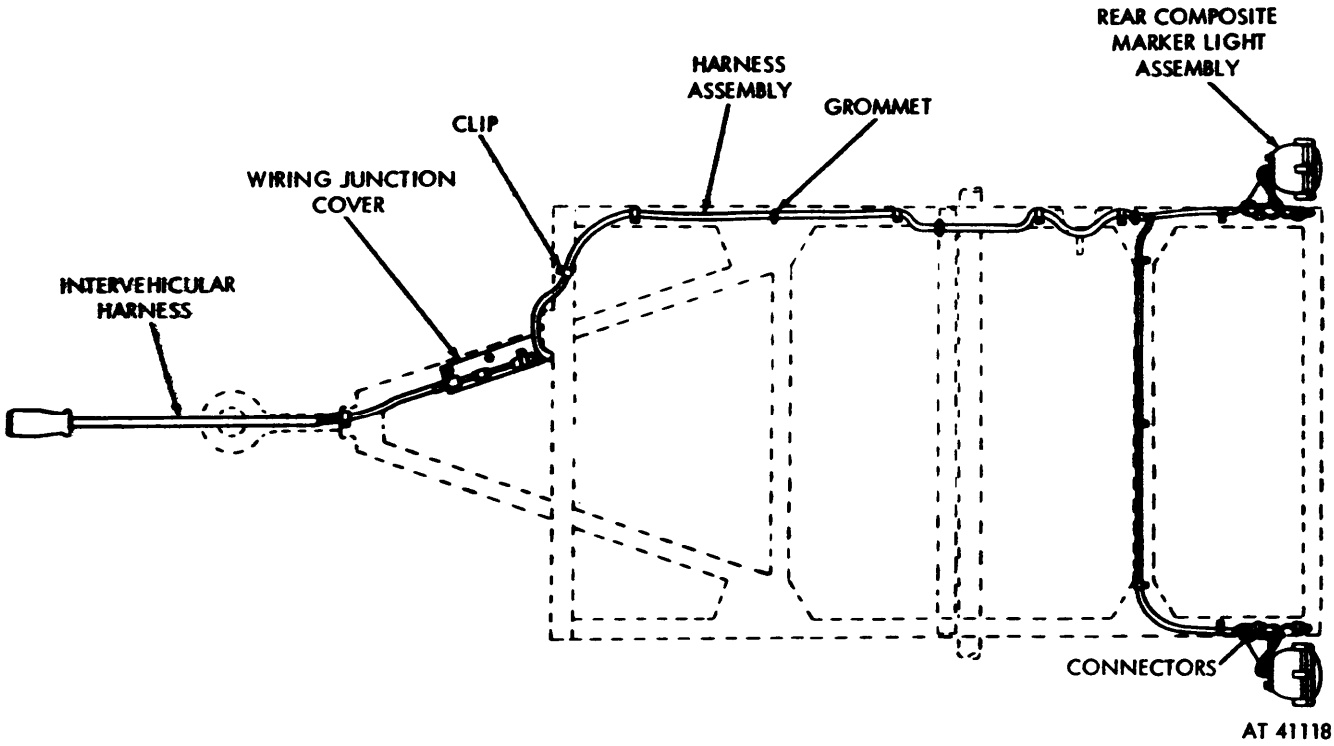

Figure 1-8. Trailer wiring.
f. Electrical System. (fig. 1-8). The trailer electrical system consists of two tail lights and their wiring harness. The taillights are waterproof units mounted at the rear corners of the trailer. The wiring harness is completely waterproof, being made up of rubber covered cables and watertight bell-type connectors. These connectors consist of male and female shells which lock together by means of bayonet-type fasteners, inclosing rubber grommets and connectors which surround and protect the contacts.